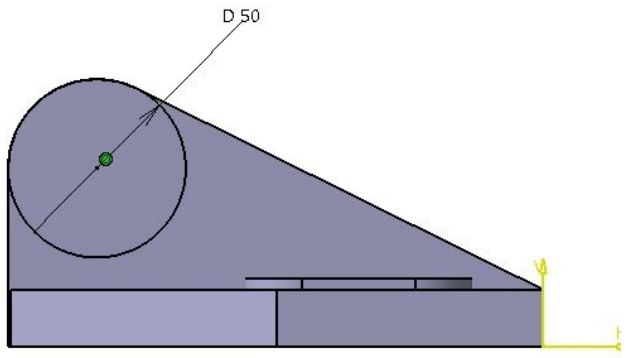

Figure 5-76 *Sketch for the fourth feature*
feature; refer to Figures 5-76 and 5-77.
2. Draw the sketch for the fourth feature, which is a circle of diameter **50**. Next, apply concentricity constraint between the circle and the curved edge, refer to Figure 5-76, and then exit the **Sketcher** workbench.